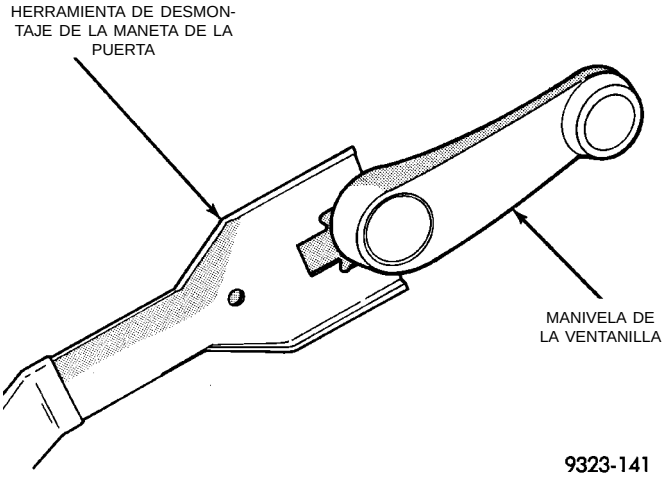

Fig. 8 Manivela de la ventanilla
(1) Desenganche el pestillo de la puerta y ábrala.
(2) Baje el vidrio.
(3) Retire la manivela de la ventanilla, si está equipada (Fig. 8).